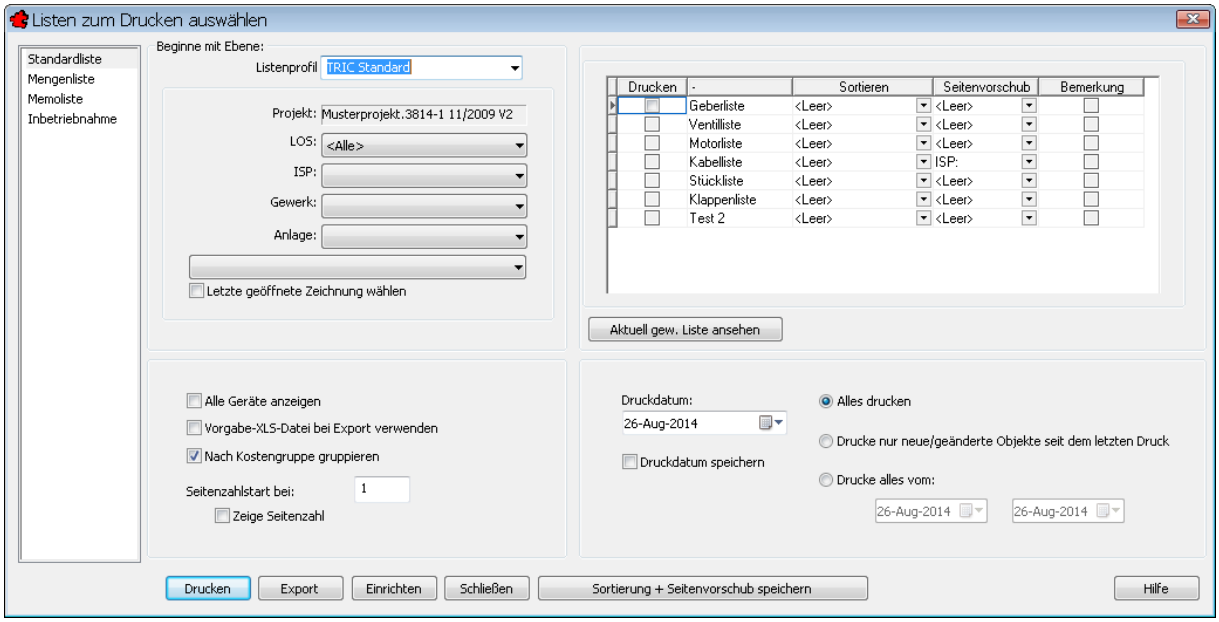

Bild 22.2 – Zeichnungsverwaltung, Dialogfeld *Listen*
- Klicken Sie auf die Schaltfläche *Listen*. Die Dialogbox *Listen zum Drucken auswählen* erscheint (Abb. 22.2).